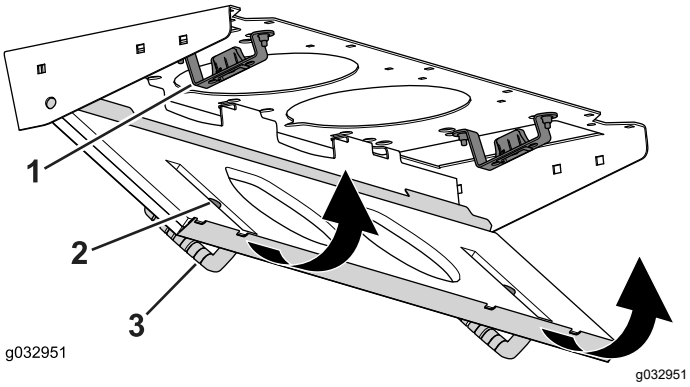

Figura 149
4. Gire la rejilla del filtro sobre las pestañas hasta que el resbalón se bloquee en el cerradero (Figura 149).